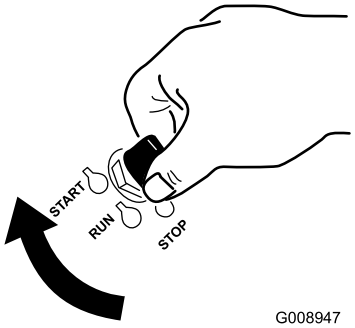

**Figur 15**
1. Vri tenningsnøkkelen til stillingen Start (Figur 15).